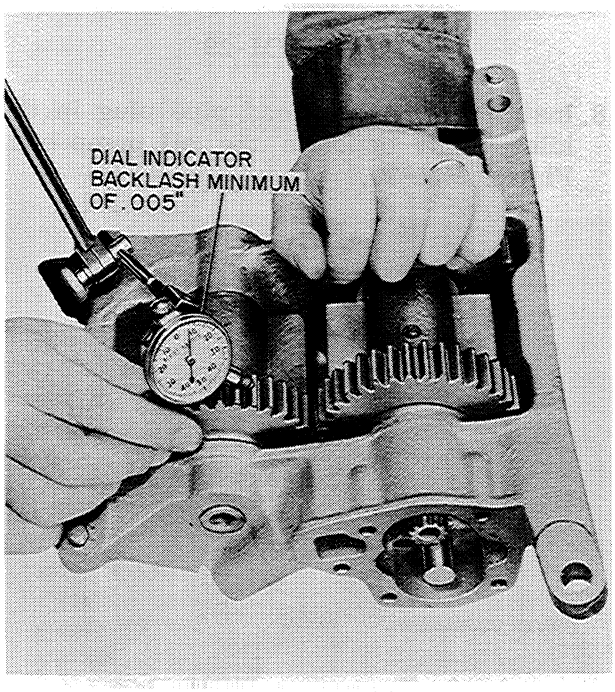

Figure MM-28
6. After the idler shaft is pressed in and the side clearance is obtained, the backlash will have to be checked between the two counterweights, Figure MM-28. The pro-